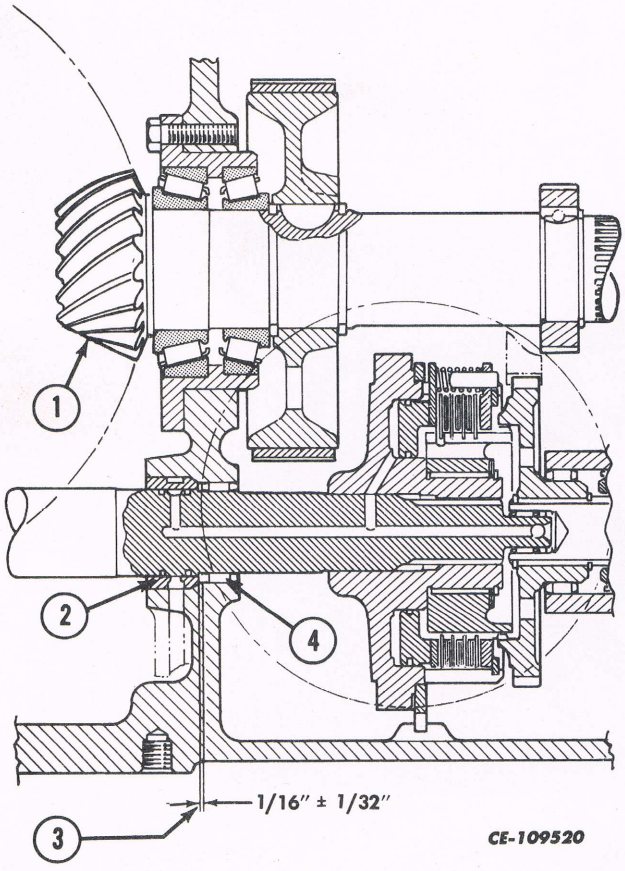

Fig. 10
2. Fig. 10 covers the drive shaft bushing installation. Use OTC driver with 40 mm (1-9/16 in) pilot, 38 mm (1-1/2 in) spacer and 50.8 mm (2 in) driven disc.
Bottom out bushing as shown in Fig. 10. For needle bearing installation, use OTC driver with 38 mm (1-1/2 in) pilot and 48 mm (1-7/8 in) driven disc. Position to within 1.59 ± 0.8 mm (1/16 ± 1/32 in) of the front face of the bushing.